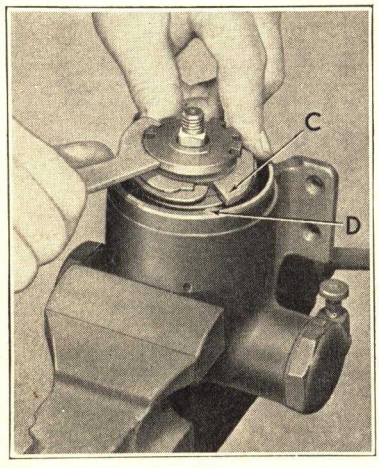

Fig. 3
4. Turn Spring to left with wrench (counter-clockwise). When Spring begins to pull, raise slightly as shown in Fig. 3, allowing Hook "C" on Spring Plate to pass over Hook "D" on shell.